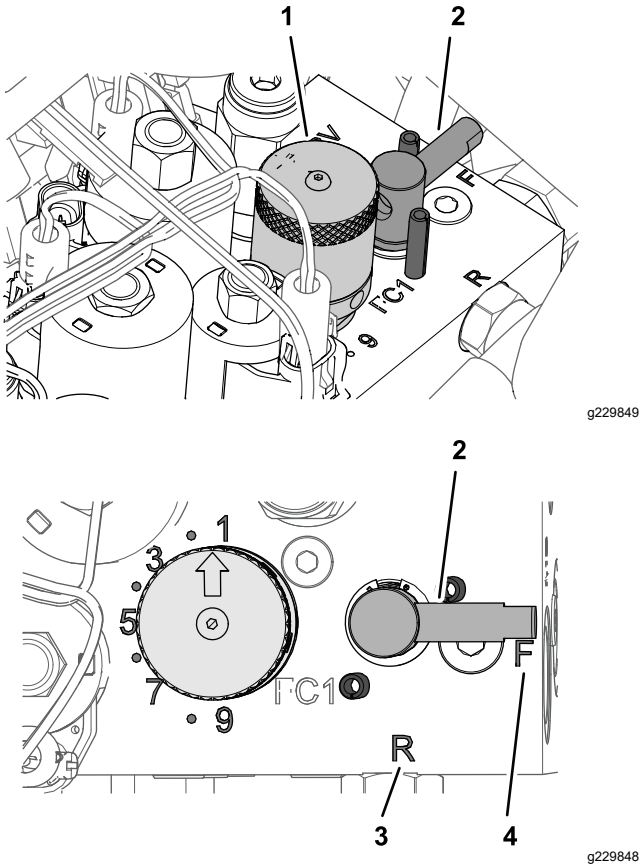

Figure 67
4. Rotate the backlap lever to the R position (Figure 67).
5. Rotate the reel-speed knob to setting 1 (Figure 67).